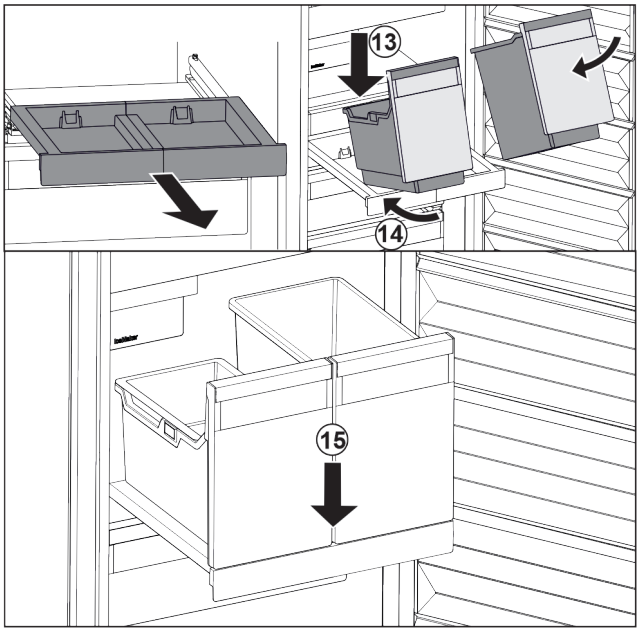

Fig. 47
- ▶ Наклоняя вниз, установите контейнеры на выдвижную панель. *Fig. 47 (13)*
- ▶ Вставьте контейнеры, наклоняя вниз, назад. *Fig. 47 (14)*
- ▶ Снимите контейнеры спереди. *Fig. 47 (15)*